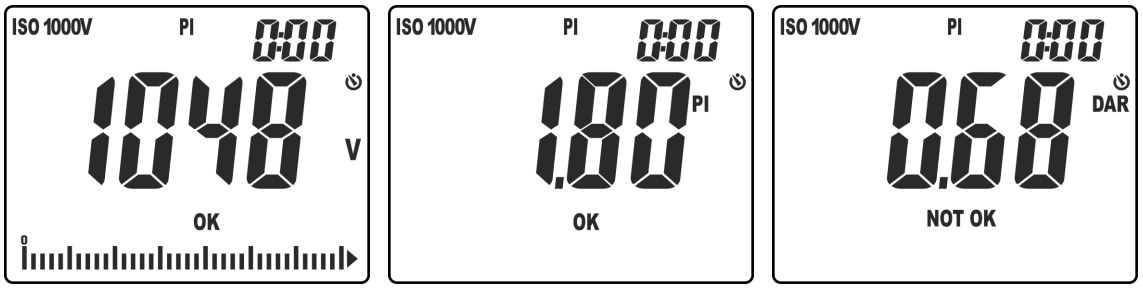

Fig. 24: Resultados de la medida de PI y DAR
10. Pulse las teclas ▼/💡 o **▲/ZERO** para visualizar la tensión real aplicada, el valor del parámetro PI o el valor del parámetro DAR (ver la Fig. 24)